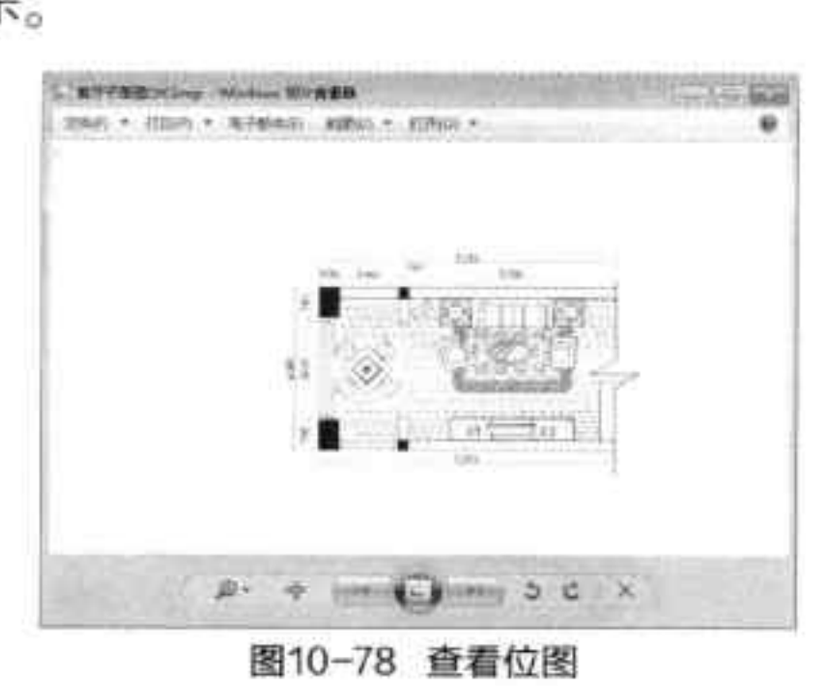

图10-78 查看位图
Step18 将文件类型设为“位图（*.bmp）”格式，单击“保存”按钮。在绘图区中，框选图形，以完成图形的输出，如图 10-78 所示。